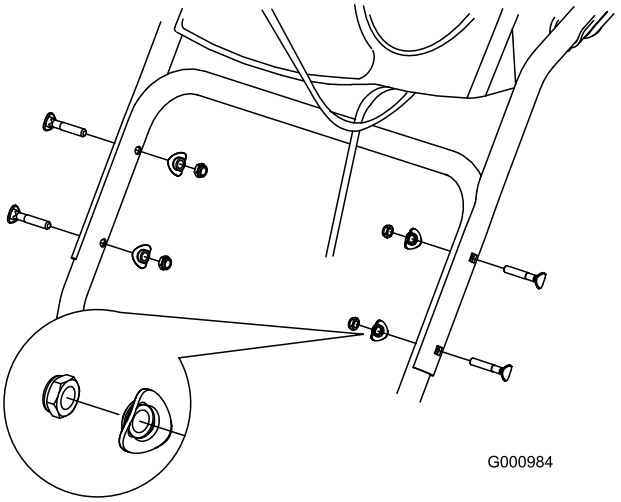

Figur 3
1. Lyft upp och vrid det övre handtaget, och sätt det över det undre handtaget (Figur 3).
2. Montera två handtagsskruvar, två böjda brickor, och två låsmuttrar i de undre handtagshålen (Figur 3).